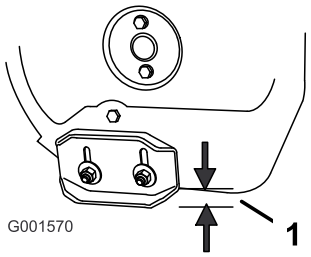

Rysunek 42
2. Odkręcaj nakrętki mocujące obie płozy do boków śruby śnieżnej, aż można je będzie łatwo przesuwać w górę i w dół (Rysunek 42).